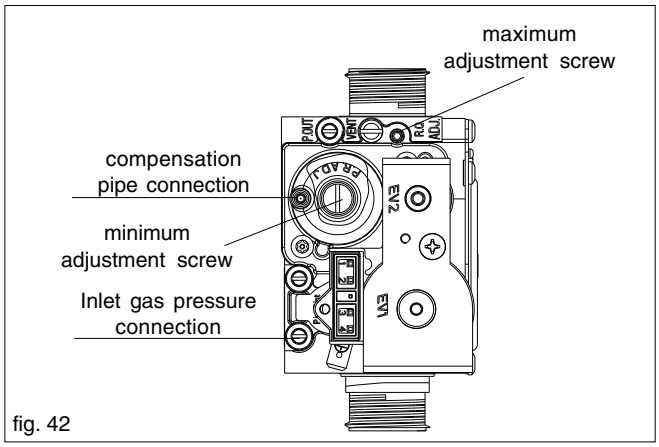

fig. 42
- using a 2.5mm Allen key, very slowly turn the maximum adjustment screw (see fig. 42) – clockwise to decrease, counter clockwise to increase – until the correct value is displayed on the CO_2 analyser (allow time for the analyser to stabilise).
- locate the minimum adjustment screw (fig. 42), using a suitable screwdriver remove the protection plug
- using a 4mm Allen key, very slowly turn the minimum adjustment screw (see fig. 42 - clockwise to increase, counter clockwise to decrease - until the correct value is displayed on the CO_2 analyser (allow time for the analyser to stabilise).